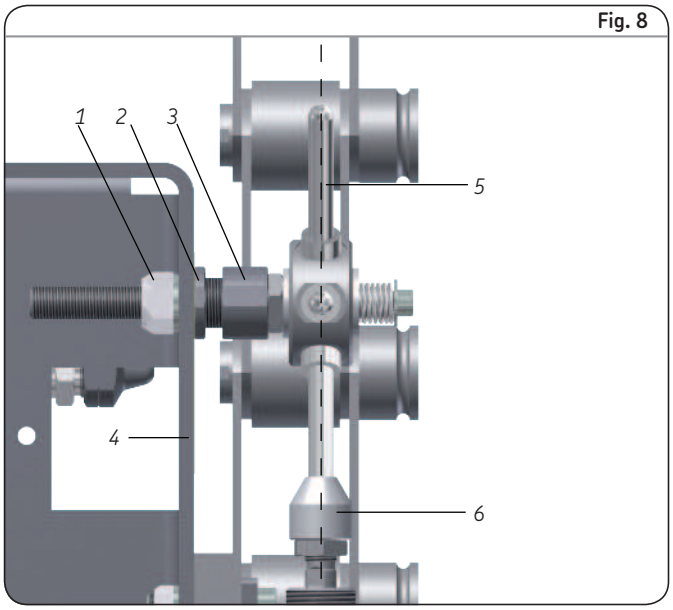

Fig. 8
- El dedo del cabrestante(→ **pos. 5 fig. 8)** debe colocarse entre las dos placas interiores de la cadena y estar alineado con la cabeza de tope (→ **pos. 6 fig. 8)**.
Es posible ajustar la posición de los dedos del cabrestante con respecto a las placas interiores de la cadena, pero sobre todo con respecto a la cabeza de tope **(→ fig. 8)**.